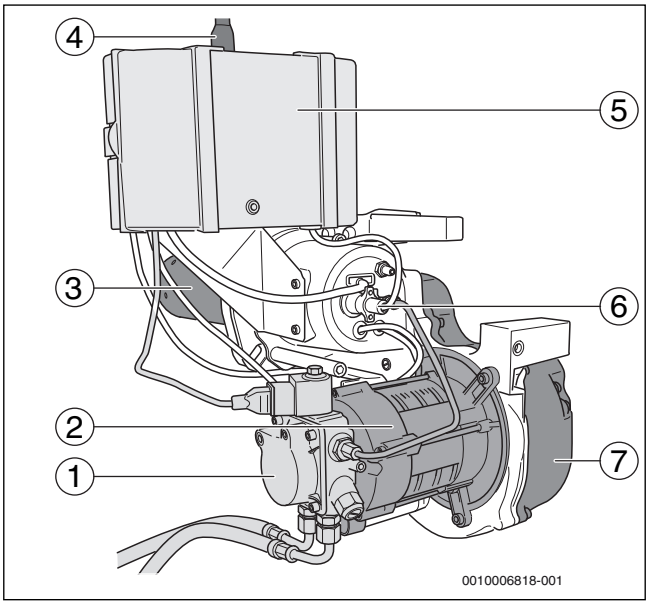

Fig. 1 Brûleurs BE 1.3 et 2.3
- Pompe à fioul avec électrovanne et tuyaux de raccordement de fioul (→ fig. 1, [1])
- Moteur du brûleur (→ fig. 1, [2])
- Tuyère du brûleur (→ fig. 1, [3])
- Automate de combustion numérique SAFe30 avec touche de réarmement (→ fig. 1, [5])
- Sonde de détection de flamme (→ fig. 1, [6])
- Ventilateur (→ fig. 1, [7])
Le brûleur (→ fig. 1) est raccordé par une fiche secteur (→ fig. 1, [4]) et relié au régulateur par un câble de communication.